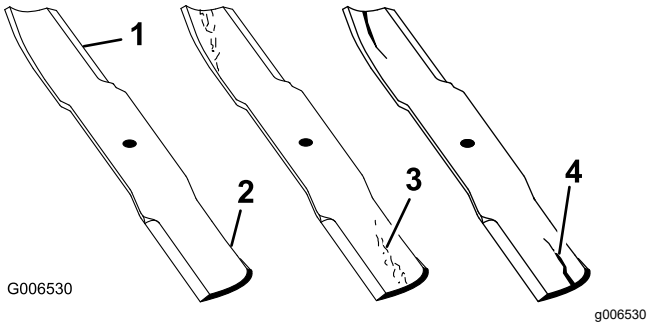

Figuur 56
1. Controleer de snijranden (Figuur 56).
4. Als u scheuren, slijtage of groefvorming in dit deel constateert, moet u direct een nieuw mes monteren (Figuur 56).